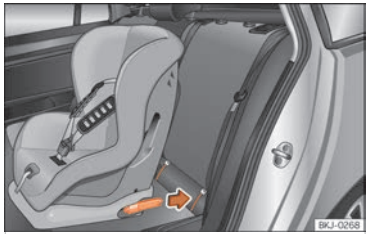

Fig. 39 Asientos traseros: colocación del asiento para niños con sistema ISOFIX.
- Enganche el asiento para niños en las argollas de sujeción ISOFIX o i-Size hasta que encastre de modo audible ››› fig. 39. Si el asiento para niños dispone de anclaje Top Tether, conéctelo a la anilla respectiva ››› pág. 62. Siga las instrucciones del fabricante del asiento para niños.